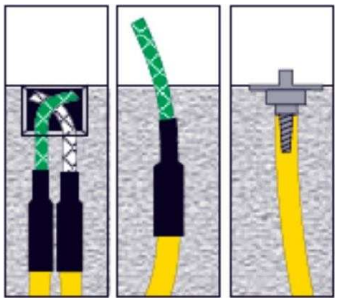

Рис. 5
- При инъектировании инъекционный насос подсоединяется к входному концу подводящей ПВХ трубки, который располагается в инъекционной коробке (рис. 5 слева)
- Инъектирование в инъекционные шланги SikaFuko® VT 1 должно производиться через индивидуальные пакеры (рис. 5 справа) или через окончания подводящих ПВХ трубок, которые располагаются в узловых коробках или выходят из тела бетона (рис. 5 центр, слева)